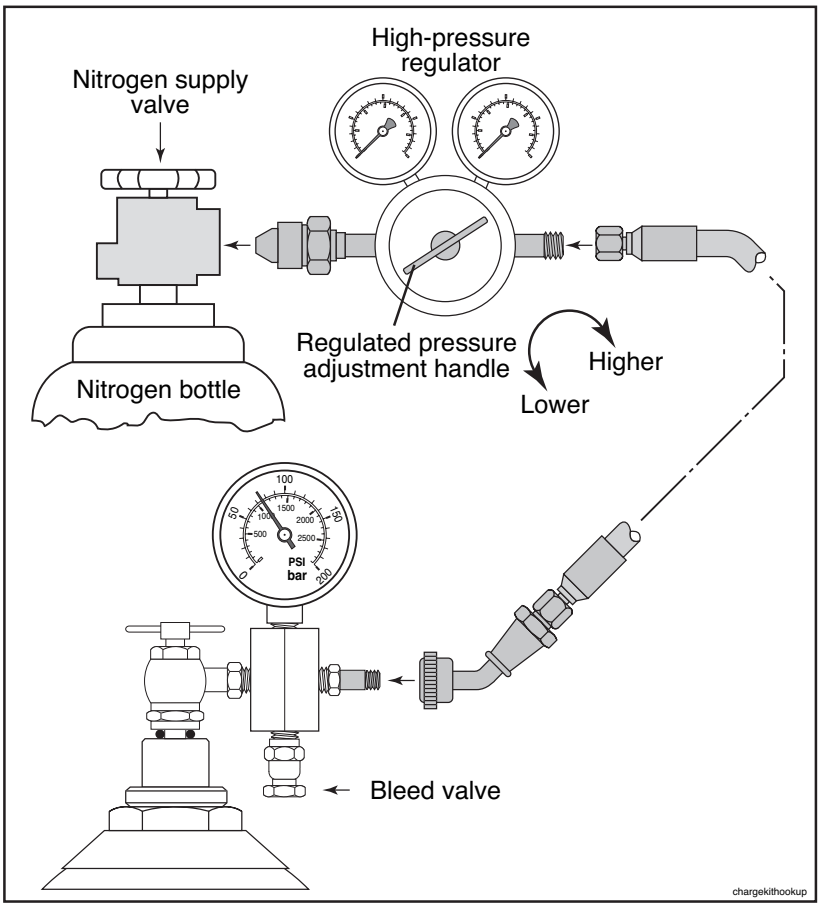

Figure 43
9. Be sure that the nitrogen bottle supply valve is firmly closed. Attach the high-pressure regulator to the nitrogen bottle; then attach the hose to the high-pressure regulator. Finally, attach the other end of the hose to the valve assembly gas valve stem, as shown in Figure 43. Do not open the nitrogen bottle supply valve yet.